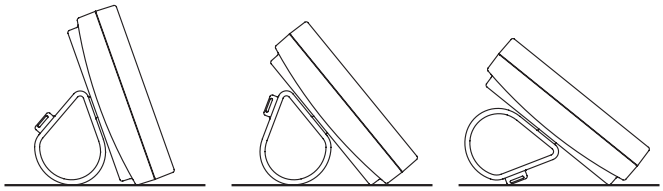

FIG. 85
2. The angle may be adjusted by reorienting the support in the battery cover (See Figure 85).